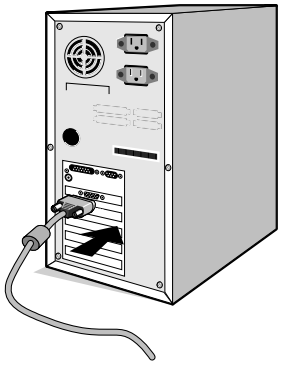

Abbildung A.1
2. **PC mit analogem Ausgang:** Verbinden Sie den Mini-D-SUB-Stecker (15 Stifte) des am Monitor montierten Signalkabels mit dem Anschluss der Grafikkarte in Ihrem System (**Abbildung A.1**). Ziehen Sie die Schrauben fest.